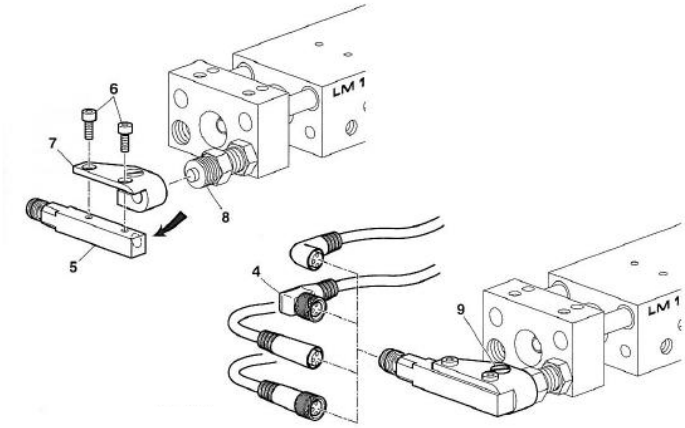

Fig. 15 Montage de l’initiateur 8x8 mm
1. Vissez l’initiateur (Fig. 15, 5) au support (Fig. 15, 7) à l'aide des vis (6).
2. Poussez le support (Fig. 15, 7) avec l’initiateur sur la vis de butée (Fig. 15, 8) jusqu'à la butée.
3. Serrer avec la vis (Fig. 15, 9).
4. Installez la fiche (Fig. 15, 4).